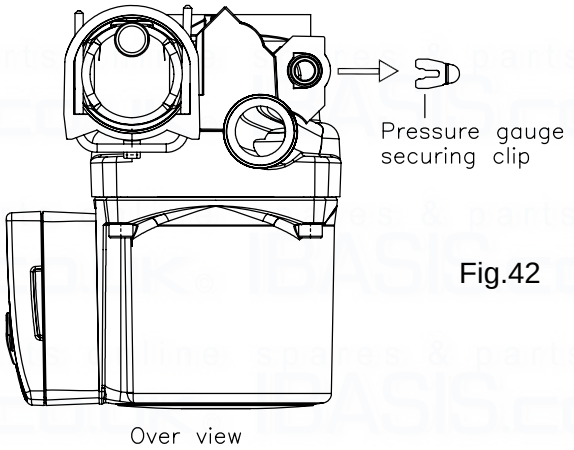

Fig.42
8.16 TO REMOVE/REPLACE PUMP (Fig.42/43).